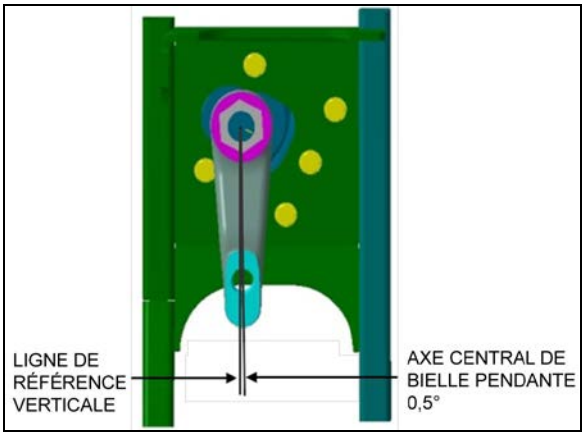

FIGURE 23: ALIGNEMENT DE BIELLE PENDANTE IFS 14056
4. Vérifier si la relation angulaire de la bielle pendante avec le boîtier de direction est similaire à l'illustration Figure 23.